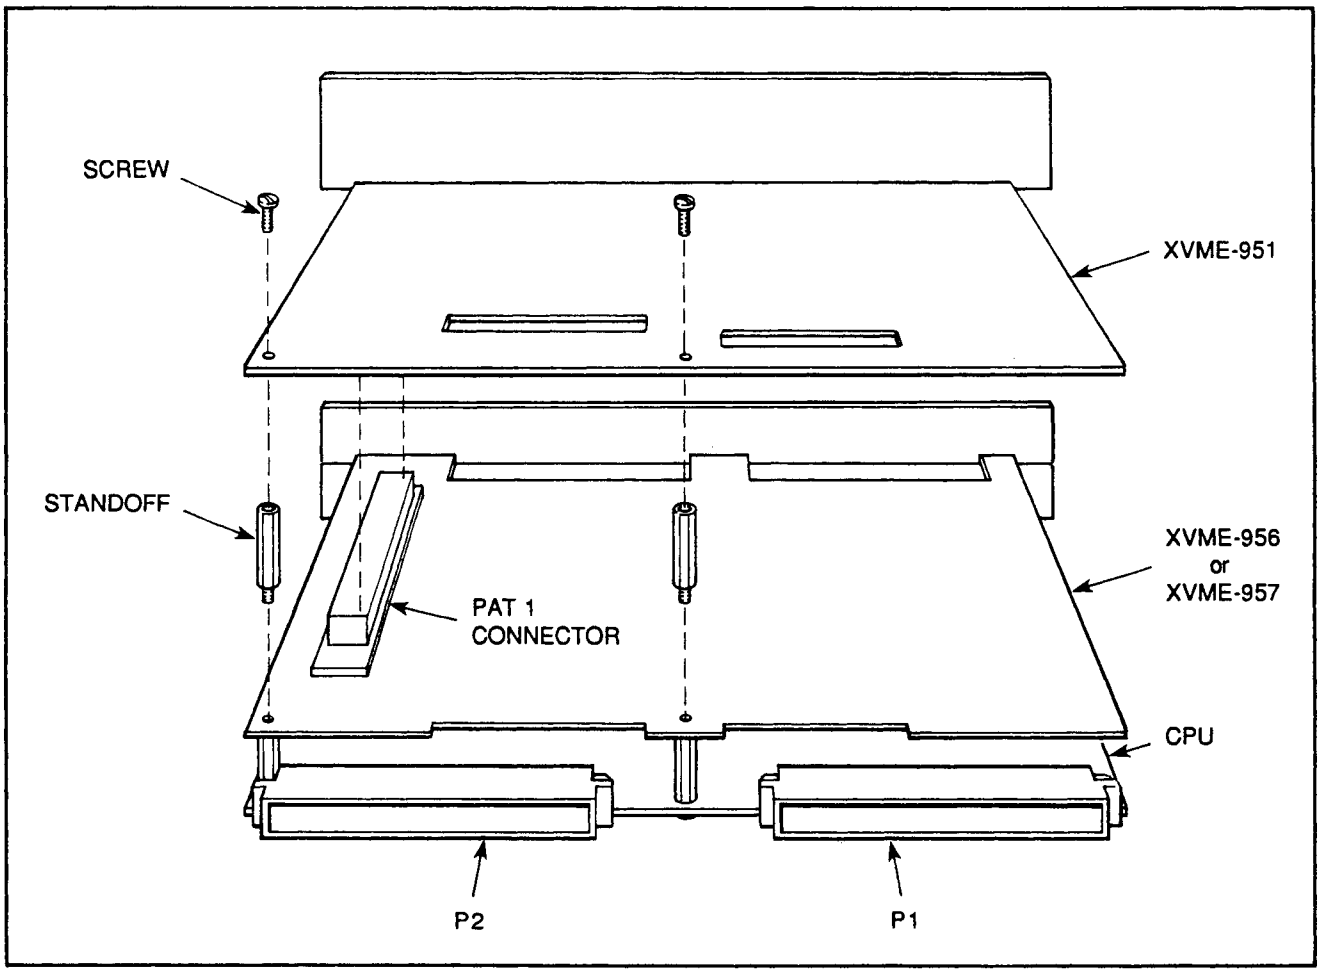

Figure 2-4. Installing the XVME-951/2 onto an XVME-956/12 or XMVE-957/12
1. Remove the two screws from the component side of the XVME-956/12 or the 957/12 module. Refer to Figure 2-4.
2. Screw the supplied male/female standoffs into the XVME-956/12 or 957/12, where the screws were removed in Step 1. Refer to Figure 2-4.